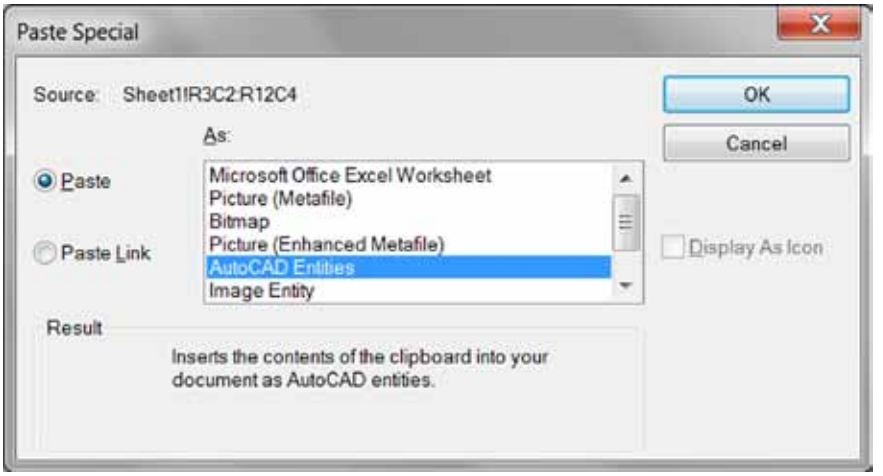

*Figure 10: Using Paste Special, clipboard data can be inserted as AutoCAD entities.*
Step 1: Open an Excel file and select the cells that make up a table. Step 2: Press Ctrl+C to copy the cells to the clipboard. Step 3: Launch AutoCAD, and open the drawing where you'd like to place the table. Step 4: At the command line, type PASTESPEC and press Enter. Step 5: In the dialog box, (see Figure 10) select AutoCAD Entities and click OK.